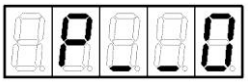

Рисунок 9
3. Нажать кнопку ↑, после чего осуществится вход в подменю "SCAL". При этом отобразится обозначение "P__0" (условное обозначение нижней границы диапазона показаний) (рисунок 9).